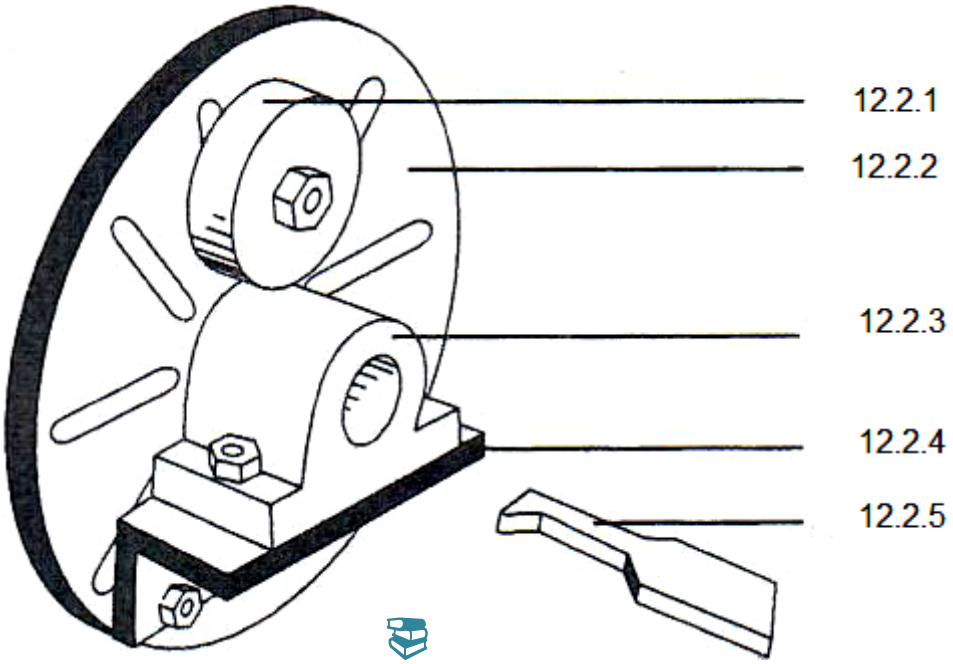

FIGUUR 5
12.2 FIGUUR 5 toon 'n laeropstelling op die stelplaat vir boorwerk.